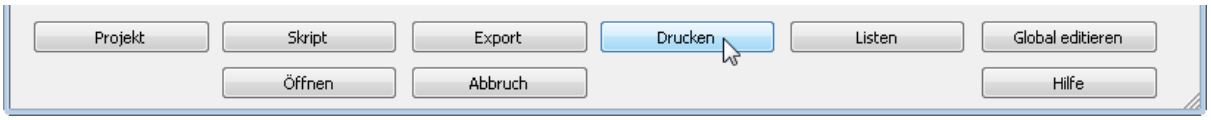

Bild 21.3 – Zeichnungsverwaltung, *Drucken*
- Laden Sie das *Musterprojekt 3814-1 11/2009*. Die Zeichnungsverwaltung mit ihren Ebenen erscheint (Abb. 21.3).